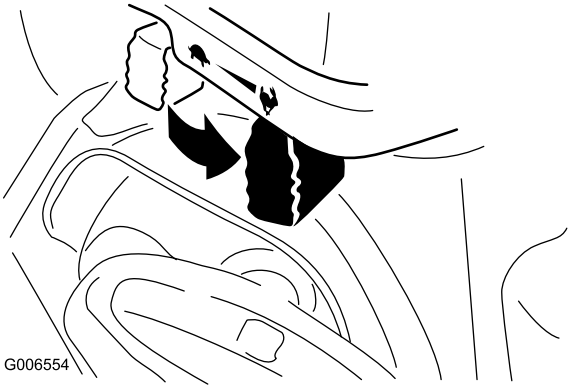

Figur 24
6. Sett gassen til Hurtig-stilling (Figur 24).